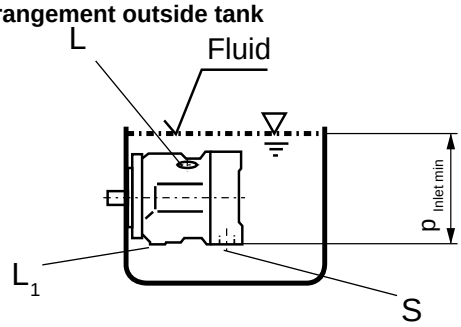

Fig. 3
a) If the minimum fluid level is above the top of the pump leave ports "L", "L_1" and “S” open (see Fig. 3)